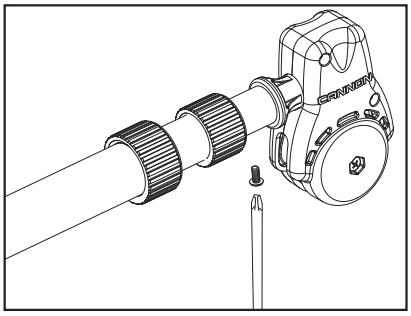

Figure 10
3. Fixez l'extrémité du bras à l'aide d'une vis nº 8, comme illustré. Serrez à l'aide d'un tournevis cruciforme en tournant la vis dans le sens horaire jusqu'à ce qu'elle soit serrée. (Figure 10)